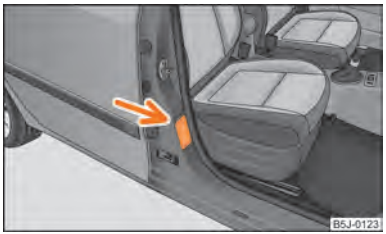

Fig. 110 Etichetta sul montante centrale lato passeggero
- Questo rischio è segnalato anche dall'etichetta applicata sul montante centrale della carrozzeria lato passeggero ⇒fig. 110. L'etichetta è visibile aprendo la porta del passeggero. Per alcuni paesi l'etichetta è applicata sull'aletta parasole del passeggero anteriore.